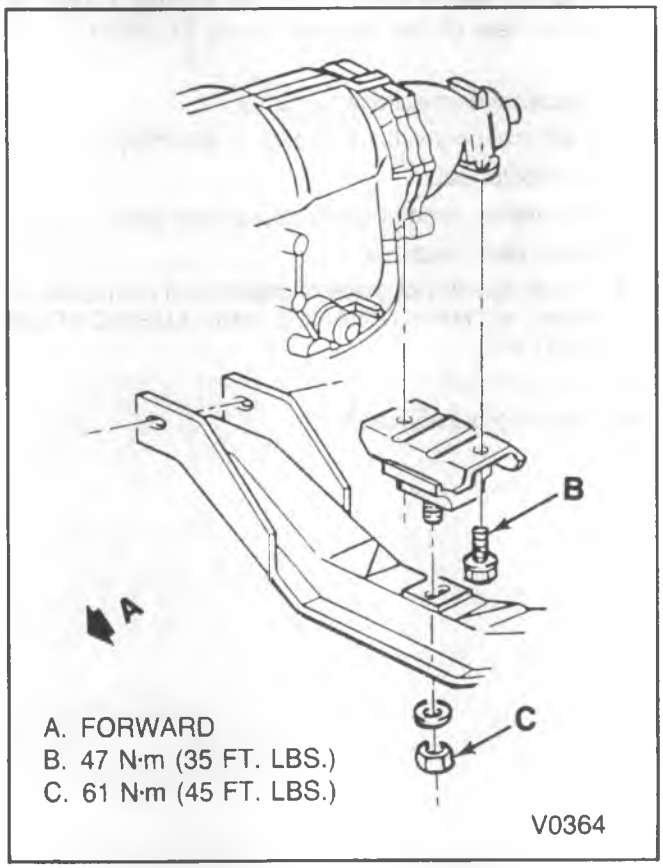

Figure 38—Rear Engine Mounting
Remove or Disconnect (Figure 38)
Install or Connect (Figure 38)
- Fasteners to specifications. Refer to figure 38.
- Fastener to specifications. Refer to figure 38.